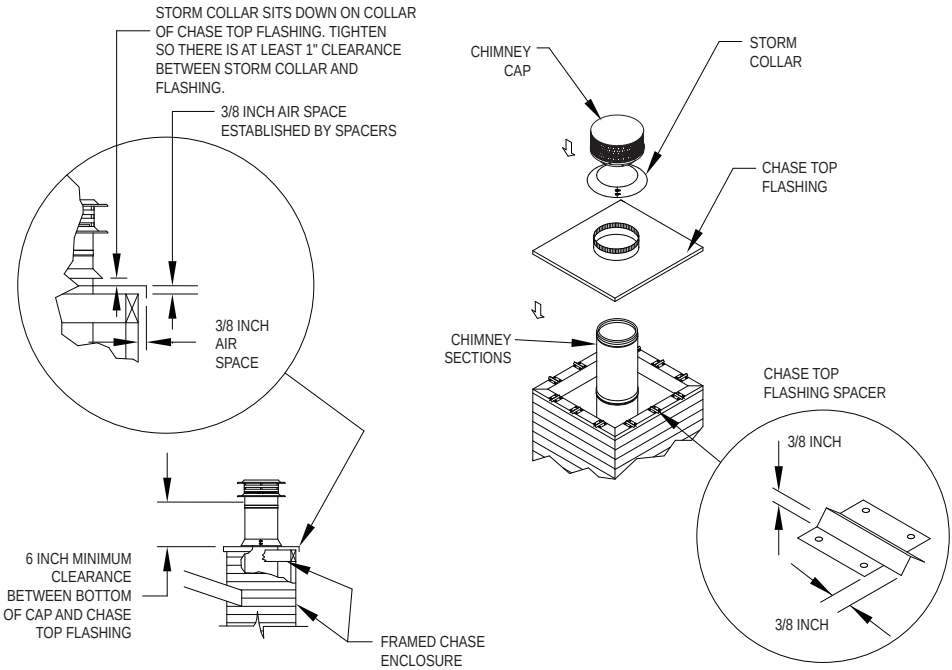

Figure 23
8. Install Chase Top Flashing: It is recommended that a Tee Supported Chimney be enclosed in a chase. If a chase enclosure has been constructed, you can either use a standard flat-roof flashing, or you can use a Chase Top Flashing. Using a Chase Top Flashing allows for a lower profile for the chimney. The Chase Top Flashing has an opening in the center that has a 3" larger diameter than the outer diameter of the DuraTech Chimney. If the Chase Top Flashing can fit over your chase enclosure as required *(Fig 23)* then install as directed, or trim as needed. However, if the Chase Top Flashing is smaller than your chase enclosure, the you will need to provide a galvanized sheet capable of covering your chase and overhanging the each side by 1/4-1/2 inch. Attach the Chase Top
Flashing to the galvanized sheet using sheet metal screws and non-hardening waterproof sealant. Use the Chase Top Flashing Spacers to allow the proper air-gap clearances on the galvanized sheet. The Chase Top Flashing Spacers are available to insure that the proper air-gap is maintained. *Figure 23* displays in some detail, how these air gaps are established using the Spacers and Chase Top Flashing. Secure the Chase Top Flashing to the chase using a sufficient number of #8, 1-1/2" wood screws, being careful to insure the air gap is maintained between the flashing and the chase. Seal the screw heads with non-hardening sealant. Install the Storm Collar directly down on top of the collar of the Chase Top Flashing.